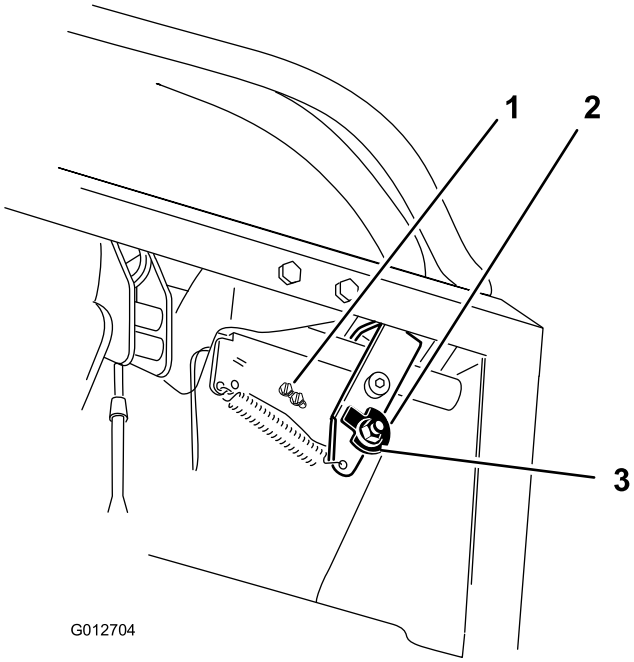
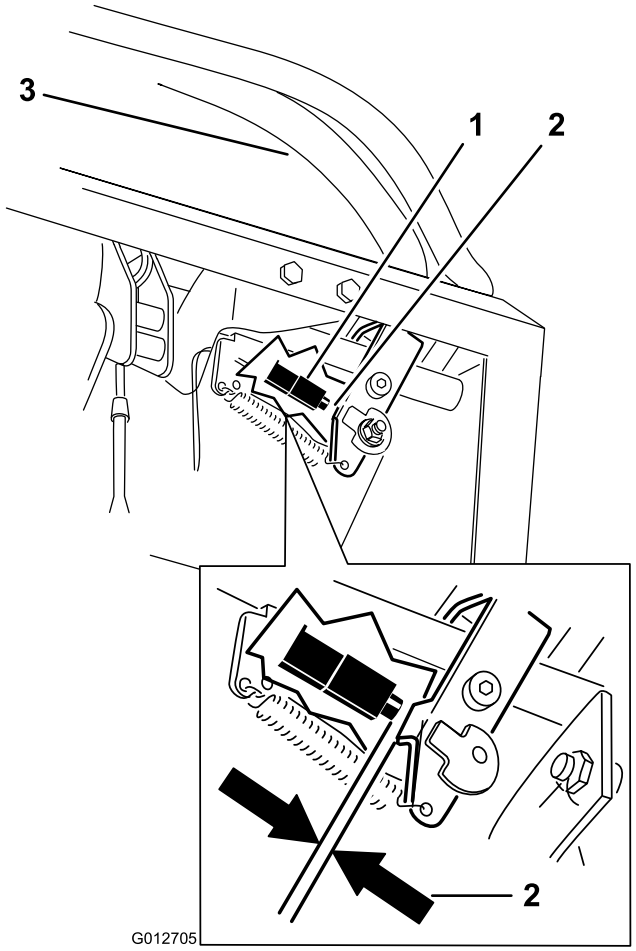

Figure 68
Figure 69
7. Desserrez l'écrou de fixation de la came (Figure 68).
10. Vérifiez l'écartement entre le levier de commande et l'interrupteur comme illustré à la Figure 69. L'écartement doit être de 3 mm lorsque le levier de commande de déplacement droit est au point mort, en position déverrouillée.
11. Au besoin, desserrez les vis de fixation de l'interrupteur et réglez l'interrupteur (Figure 68 et Figure 69).